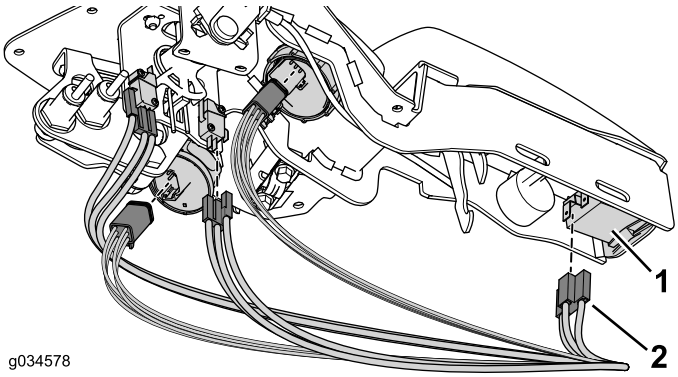

図 30
5. それぞれのコネクタにワイヤハーネスを接続する図 30。